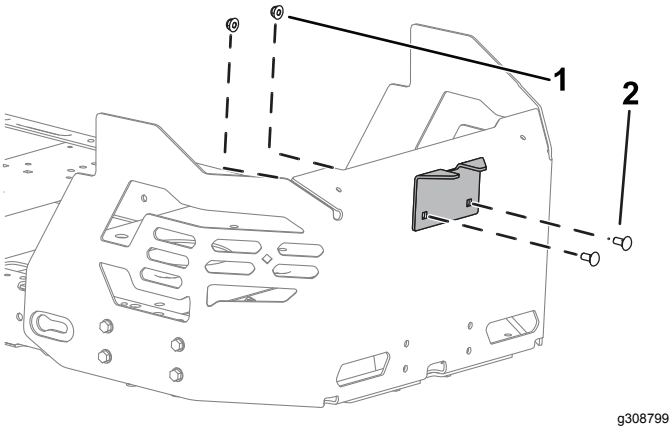

Figur 14
2. Monter stabiliseringsbraketten til motorvernet med to låsebolter (5/16 x ¾ tomme) og to låsemuttere (5/16 tomme) som vist i (Figur 14).